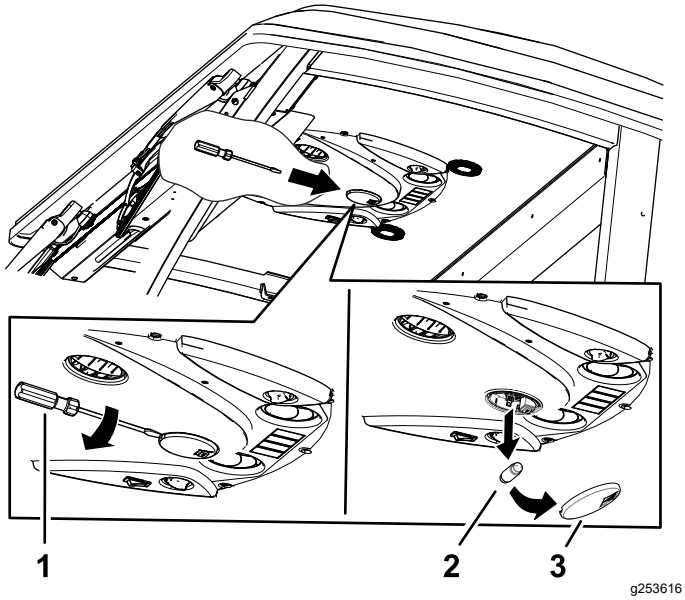

Figur 85
1. Brug en skruetrækker til at fjerne lygteglasset fra kontrolpanelet (Figur 85).
2. Fjern pæren fra lygtens bundplade (Figur 85).